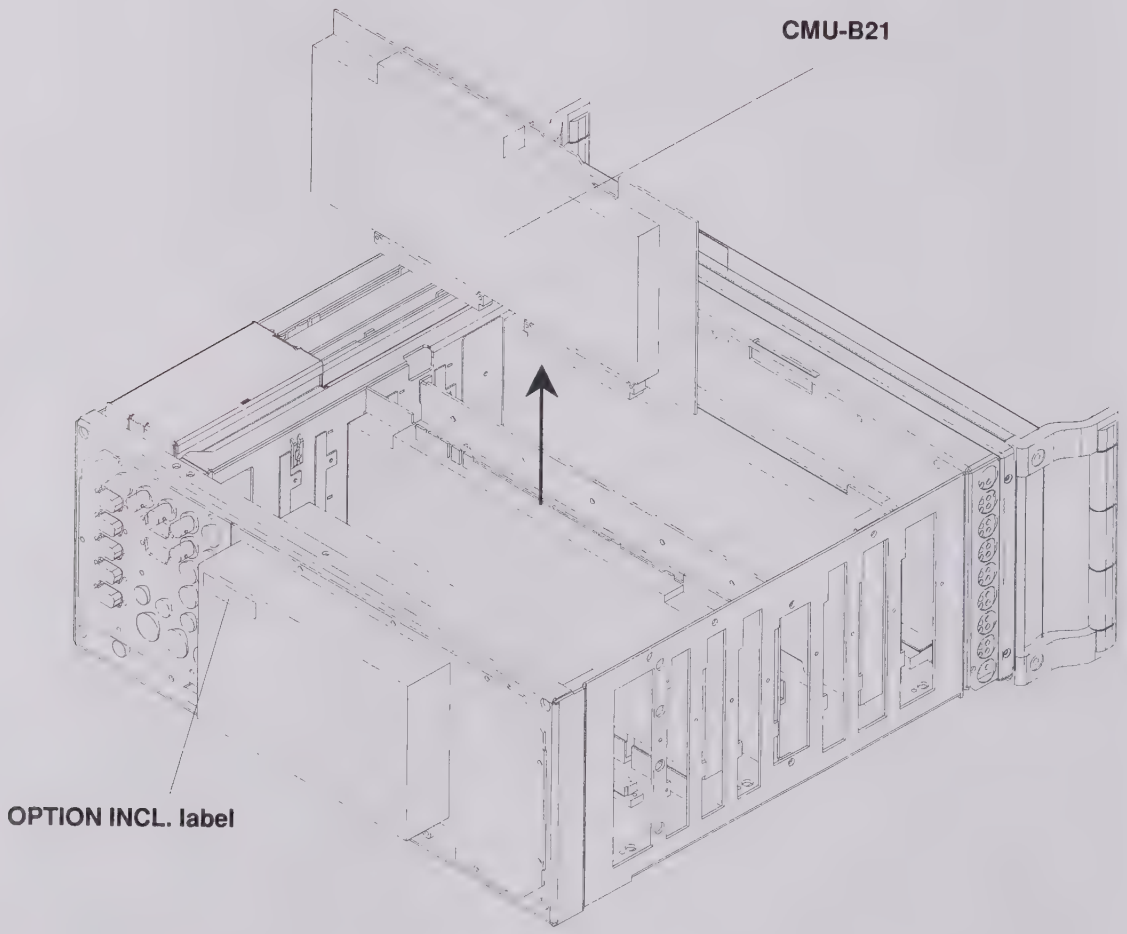

**Fig. 3**
- Remove module CMU-B21 from slot seven as viewed from the front and undo screws on shielding enclosure (Fig. 3)
- Affix OPTION INCL. label on power supply unit (Fig. 3)
- Fit enclosure to module and insert module into the unit (Fig. 3).